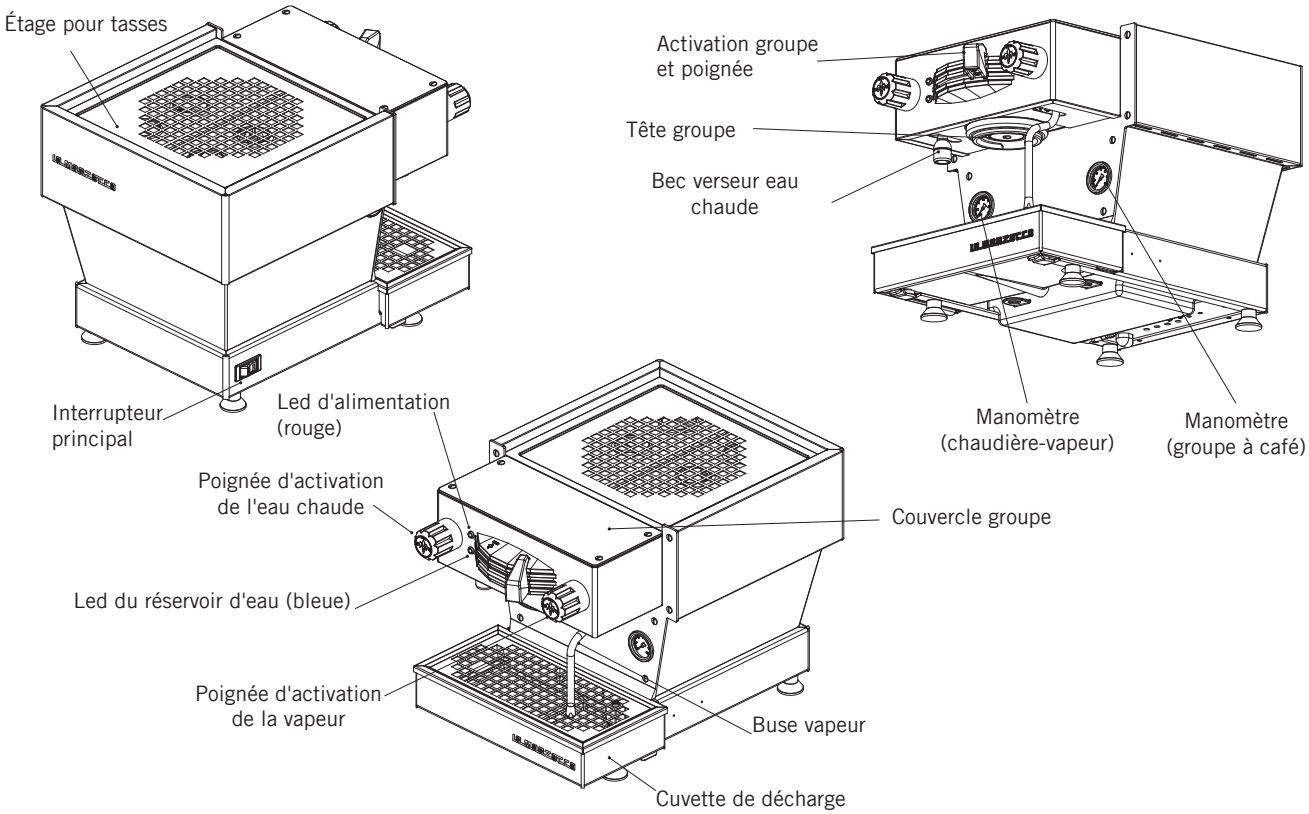

Figure 1 - Description de la Machine
2. Distribution du café: Il est à présent possible d'enlever le porte-filtre pour préparer les boissons à base de café. Mettre du café dans le porte-filtre en utilisant un filtre une dose ou deux doses. Presser le café moulu à l'aide du tasseur fourni et installer le porte-filtre sur la linea mini. Déplacer la poignée du panneau de commande de droite à gauche pour commencer la distribution (voir Fig. 1 page 8).